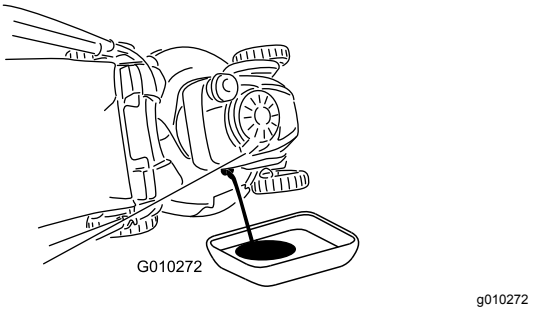

Figuur 23
3. Verwijder de peilstok door de dop linksom te draaien en eruit te trekken (Figuur 23).
4. Kantel de machine op de zijkant (met het luchtfilter naar boven) om de oude olie uit de vulbuis te laten lopen (Figuur 23).